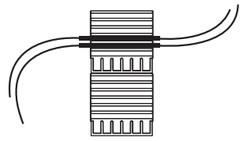

Figure 21
5. Follow standard splicing procedure. Place completed splices in adhesive-backed splice chips when finished **(Figure 21)**.